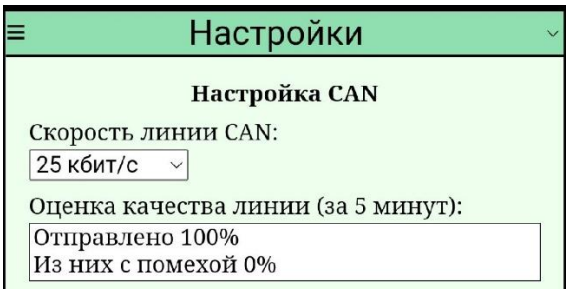

Рисунок 13 – Панель «Настройка CAN»
2.8.5.2.1 На панели «Настройка CAN» (рис. 13) устанавливается скорость передачи данных по шине CAN и показывается качество линии CAN за последние 5 минут.